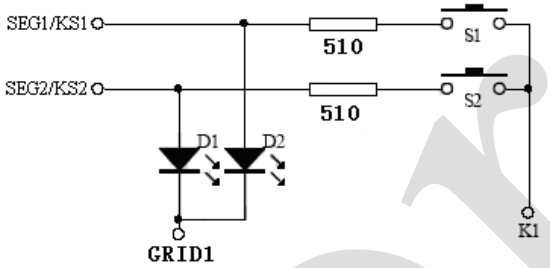

图15
2、 在SEG1—SEG N上面串联电阻如图15所示，电阻的阻值应选在510欧姆，太大会造成按键的失效，太小可能不能解决显示干扰的问题。